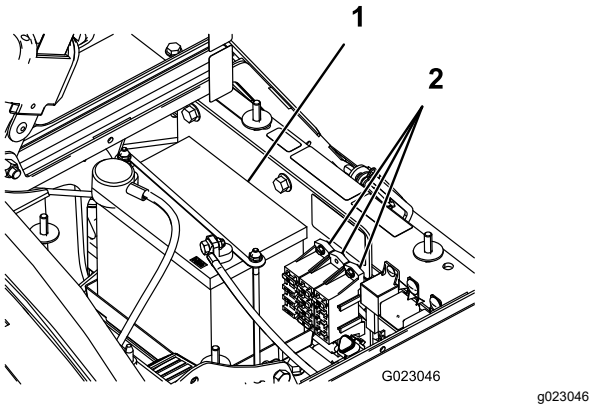

Figur 49
Der er 2 sikringsblokke og 1 tom plads i det elektriske system. De er placeret under sædet (Figur 49).
2. Batteriet er placeret i maskinens højre side bag pumpen (Figur 49).
5. Fjern batteriholderen og fastgørelsesenhederne (Figur 49).
2. Monter batteriholderen, og fastgør den med de tre bolte, der tidligere blev fjernet (Figur 49).
4. Påsæt batteridækslet, og fastgør det med de 2 skruer (Figur 49).
1. Løsn skruerne på siden af batterikassen, og fjern batteridækslet (Figur 49).